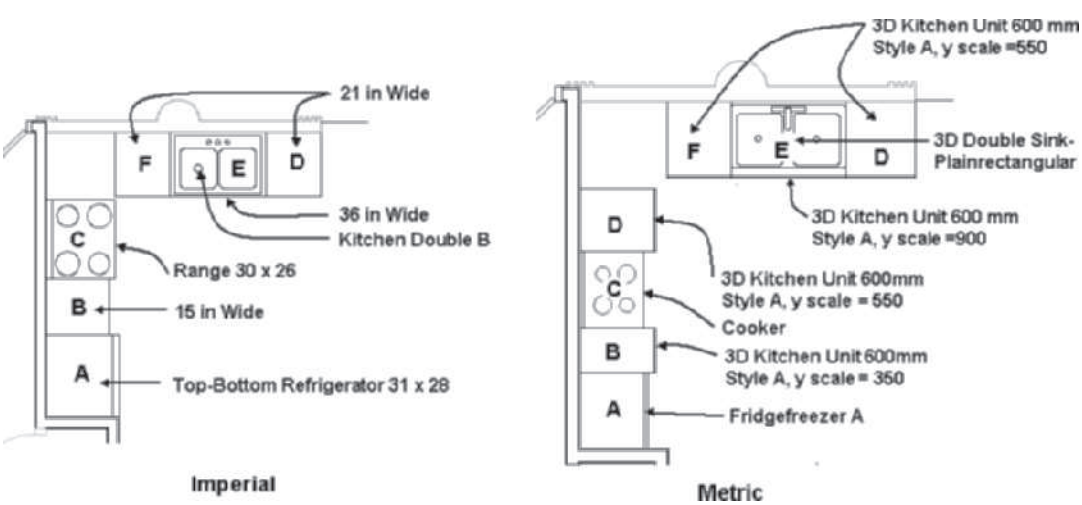

FIGURE 10.43 *Placing appliances and cabinets in the kitchen*
26. Select Content Browser from the Windows taskbar and open Design Tool Catalog—Imperial > Furnishing > Casework > Base Cabinet [Design Tool Catalog – Metric > Kitchen Fittings > Units 600 mm Deep]. Drag the 15 in Wide [3D Kitchen Unit 600 mm Style A] i-drop onto the Symbols palette. Select the 15 in Wide [3D Kitchen Unit 600 mm Style A] tool from the tool palette and insert the cabinet at B as shown in Figure 10.43. Metric only: Click in the Properties palette to edit the Y scale to [350].
27. Select Content Browser from the Windows taskbar and open Design Tool Catalog—Imperial > Equipment > Food Service > Range [Design Tool Catalog–Metric > Kitchen Fittings > Appliances] category. Drag the Range 30 × 26 [Cooker] i-drop onto the Symbols palette. Select the Range 30 × 26 [Cooker] tool from the tool palette and insert the range at C as shown in Figure 10.43. Press ESC to end the command.
29. Select the 21 in Wide [3D Kitchen Unit 600 mm Style A] tool from the tool palette, rotate -90 in the Properties palette, and insert the cabinet at the D location(s) as shown in Figure 10.43. Metric only: Click in the Properties palette to edit the Y scale to [550]. Press ESC to end the command.
31. Select the 36 in Wide [3D Kitchen Unit 600 mm Style A] tool from the tool palette and insert the cabinet (rotate -90) at E as shown in Figure 10.43. Metric only: Click in the Properties palette to edit the Y scale to [900]. Press ESC to end the command.
32. Select the **21 in Wide [3D Kitchen Unit 600 mm Style A]** tool from the tool palette and insert the cabinet (rotate -90) at **F** as shown in Figure 10.43. **Metric only**: Click in the Properties palette to edit the Y scale to [550]. Press ESC to end the command.
33. Select **Content Browser** from the Windows taskbar and open the **Design Tool Catalog—Imperial > Mechanical > Plumbing Fixtures > Sink [Design Tool Catalog—Metric > Kitchen Fittings > Sinks]** category. Drag the **Kitchen-Double B [3D Double Sink Plainrectangular]** i-drop onto the Symbols palette. Select the **Kitchen-Double B [3D Double Sink Plainrectangular]** tool from the tool palette, edit its elevation to **37 [950]** and its rotation to **-90**, SHIFT + right-click, choose the **Midpoint** object snap mode, and insert the sink at the midpoint of the 36" [900] wide base at **E** as shown in Figure 10.43. Select the sink and click the **Insertion offsets** button in the **Advanced** section of Properties. Edit the X offset to **1 [25]** for each of the 6 [5] view blocks. Click **OK** to dismiss the dialog box.
Start point or: *(Select* p1 *as shown in Figure 10.43.)*
Endpoint or: *(Select* p2 *as shown in Figure 10.43.)*
Start point or: *(Select* p3 *as shown in Figure 10.43.)*
Endpoint or: *(Select* p4 *as shown in Figure 10.43.)*
Endpoint or: *(Select* p5 *as shown in Figure 10.43.)*
`Start point or:` *(Select* p6 *as shown in Figure 10.43.)*
`Endpoint or:` *(Select* p7 as *shown in Figure 10.43. Press* ESC *to end the command.)*
45. Press Escape to clear selection. Create a crossing selection to include the objects from point A to point B as shown in Figure 10.43, right-click and choose Isolate Objects > Isolate Objects. Select **SE Isometric** from the **View** Cube. Select **Realistic** from the visual style flyout of the Visual Styles panel in the View tab. The Sink is not subtracted from the counter top.
Specify first corner point or [Chamfer/Elevation/Fillet/Thickness/Width]: (Select the endpoint of the sink at C as shown in Figure 10.43.)
Specify other corner point or [Area/Dimensions/Rotation]: (Select the endpoint of the sink at D as shown in Figure 10.43.)
(1) new mass element(s) created.
49. Select the counter at E shown in Figure 10.43, right-click, and choose Body Modifiers > Add from the shortcut menu. Respond to the workspace prompts as follows: